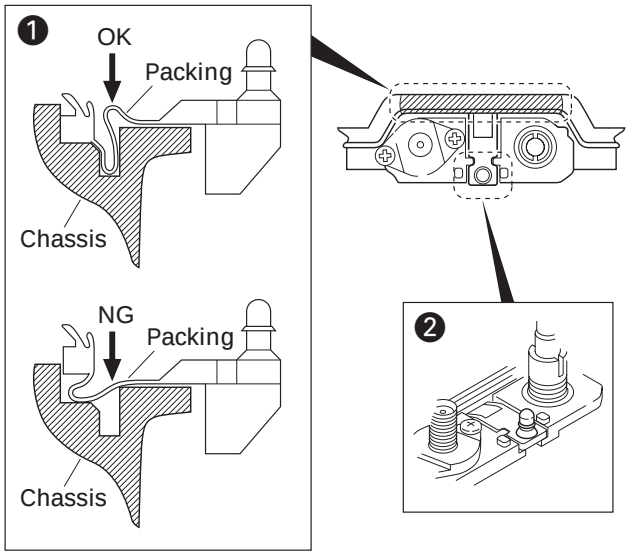

Fig. 5
(1) To assure waterproofing, install the packing in the chassis groove as shown in Fig. 5. (❶)
(2) Install the packing TX/BUSY lamp section on the chassis. (❷)